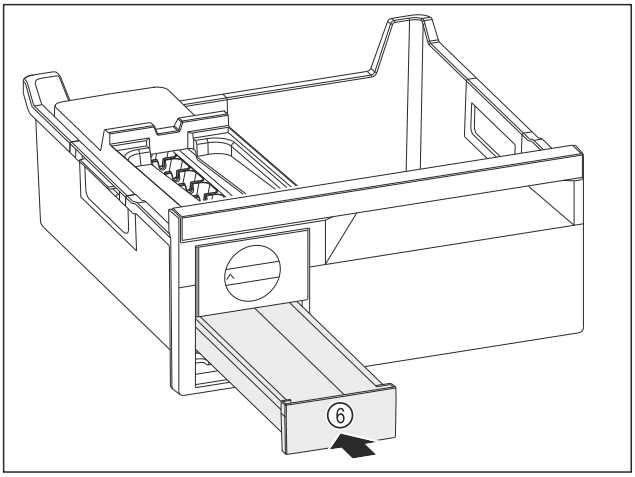

Fig. 146
▶ Inserați sertarul pentru cuburi de gheață *Fig. 146 (6)*.